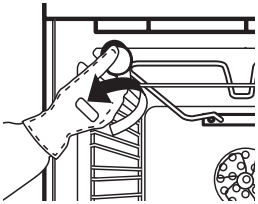

Fig. 5
2. Svitare la copertura della lampada (Fig. 5), sostituire la lampada (vedere la nota per il tipo di lampada) e avvitare di nuovo il coperchio della lampada.